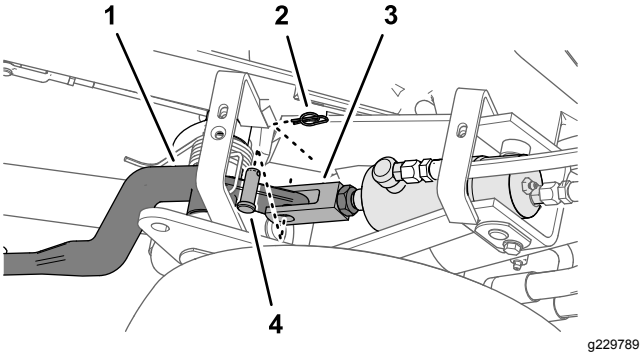
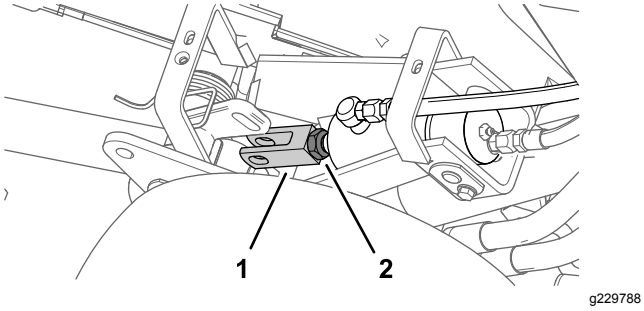

Figur 52
Figur 53
3. Lossa kontramuttern som fäster sprintbulten vid cylindern på klippenheten som behöver justeras (Figur 52).
4. Ta bort fästpinnen och sprintbulten (Figur 52)
5. Vrid sprinten tills höjden är korrekt (Figur 53).
6. Montera sprintbultkopplingen på lyftarmen med sprintbulten och fästpinnen och dra åt kontramuttern (Figur 52 och Figur 53).